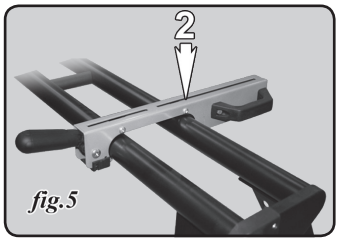

fig.5
5. Press back side down (fig.5).